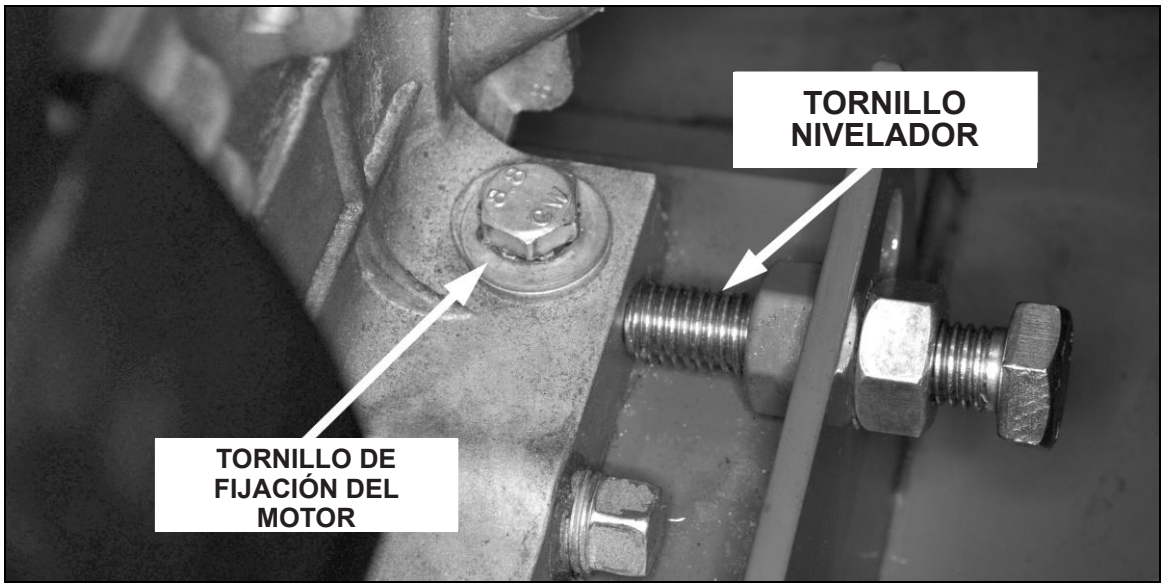

*Fig. 8 – Tornillo nivelador y tornillo de fijación del motor*
5. Aflojar una vuelta los cuatro tornillos M8 que sujetan la base del motor a la placa de montaje del bastidor. Hay que tener en cuenta que estos tornillos están fijados en orificios roscados, por lo que no hay tuercas sueltas bajo la placa. Ver Fig. 8.
7. Girar alternativa y equitativamente los tornillos niveladores para mover el motor y tensionar las correas. Continuar girando los tornillos hasta que las correas estén correctamente tensionadas – consultar el anterior apartado (3).
2. Aflojar una vuelta los cuatro tornillos M8 que sujetan la base del motor a la placa de montaje del bastidor. Hay que tener en cuenta que estos tornillos están fijados en orificios roscados, por lo que no hay tuercas bajo la placa. Ver Fig. 8.